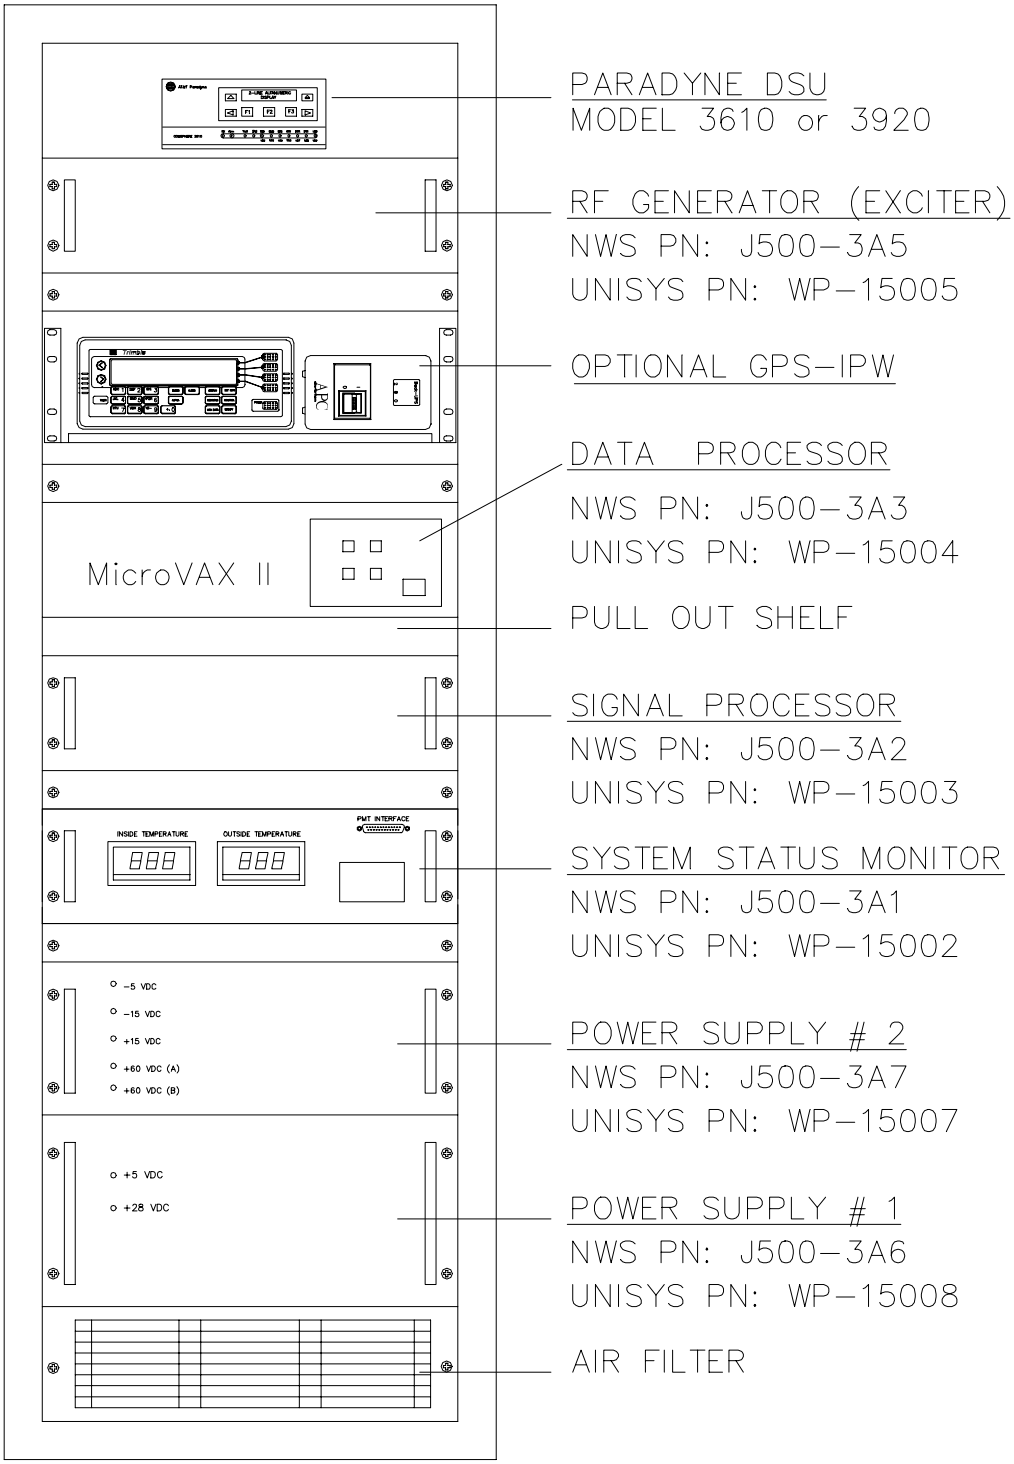
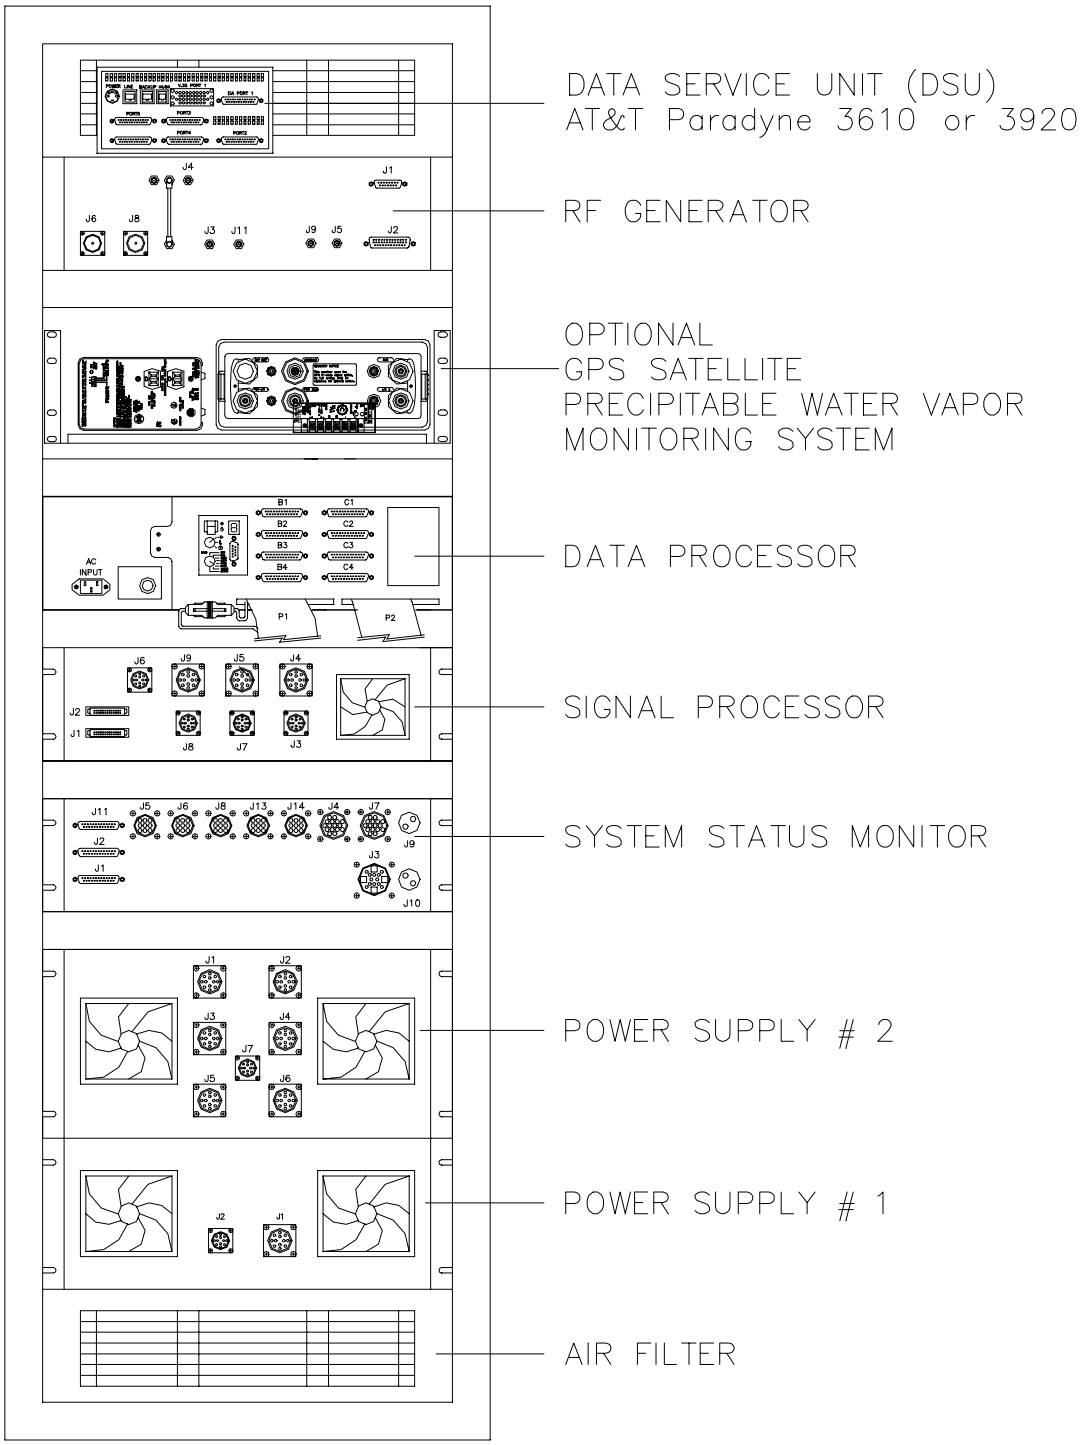

Figure 4-1 Equipment Cabinet Front Panel View
Figure 4-2 Equipment Cabinet Rear Panel View
The Equipment Cabinet is located in the corner of the Wind Profiler Shelter Assembly opposite both shelter access doors (see Figure 2-1 and Figure 2-4). Front and rear views of the Equipment Cabinet are presented in Figure 4-1 and Figure 4-2, respectively.
As seen in Figure 4-1 and Figure 4-2, the RF Generator is located near the top of the Equipment Cabinet, just below the air filter panel.
3. Remove the four mounting screws from the front panel of the RF generator (see Figure 4-1) and slowly pull the unit to its full-out position.